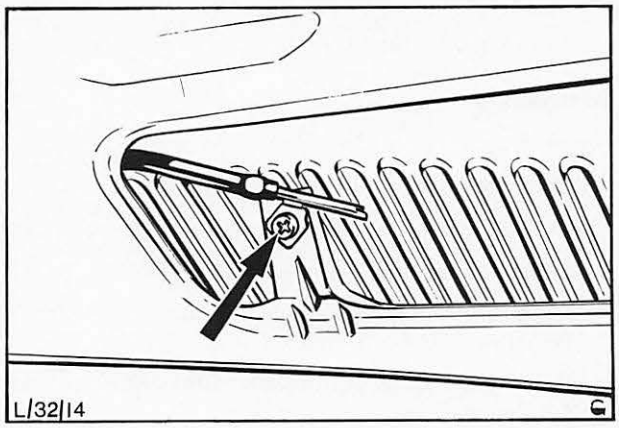

Abb. 53 Kreuzschlitzschraube – Spritzdüse entfernen
3. Spritzdüsen von der Stirnwand abschrauben (jeweils eine Schraube), Abb. 53.